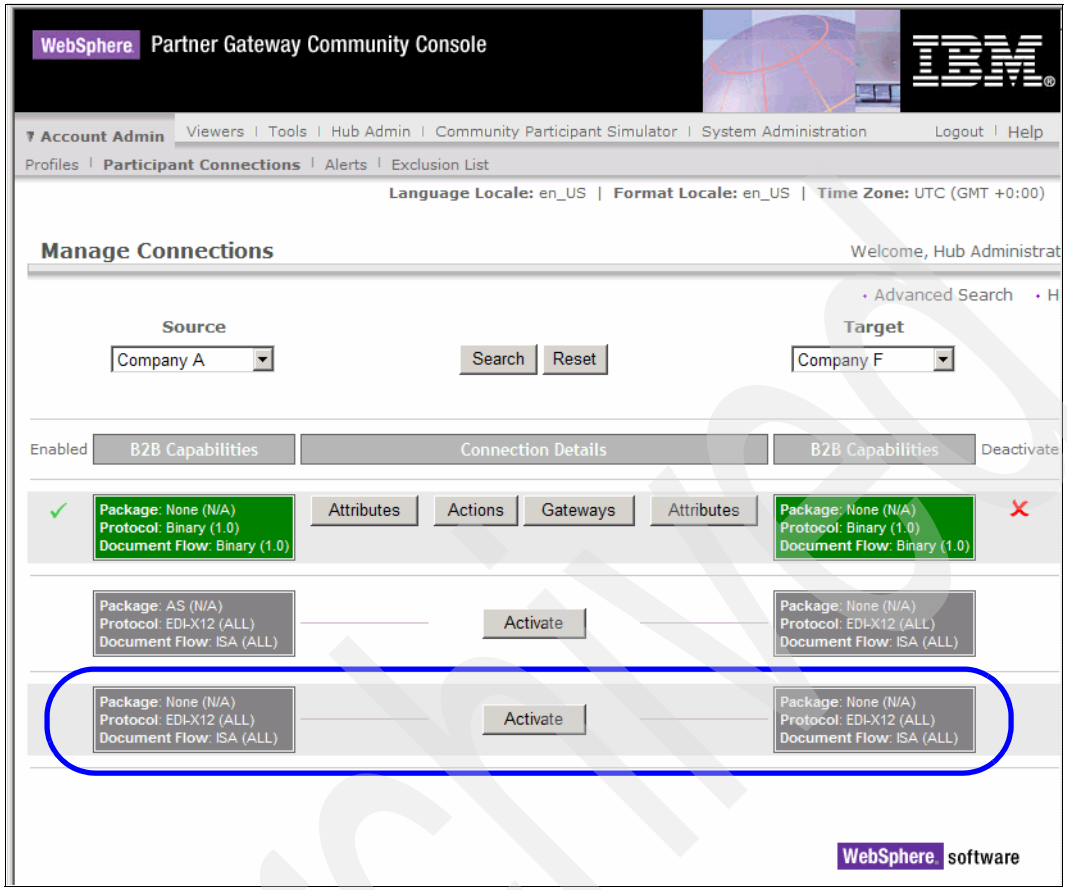

Figure 12-45 Activating the new connection
3. We will see some new connections available based on the updated B2B capabilities. Click **Activate** on the None/EDI-X12/ISA to None/EDI-X12/ISA channel. It is highlighted in Figure 12-45 on page 398.